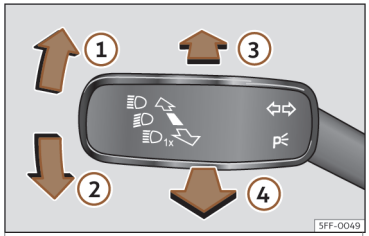

Abb. 92 Blinker- und Fernlichthebel (ausstattungsabhängig).
• Drücken Sie den Blinker- und Fernlichthebel aus der Ausgangsstellung nach vorne ››› **Abb. 92** ③.
• **ODER:** Ziehen Sie bei eingeschaltetem Fernlicht den Blinker- und Fernlichthebel nach hinten››› **Abb. 92** ④.